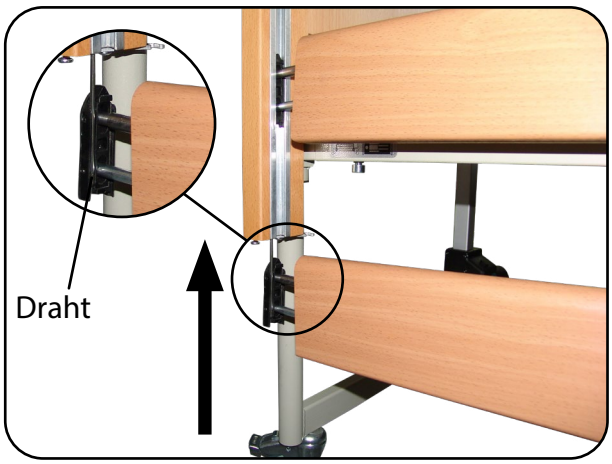

Abb. 6.4.05 – Seitengittergleiter in der Aluschiene
Achten Sie darauf, dass der Draht außen verläuft und in der Bohrung bleibt (Abb. 6.4.05)!
Das Holz-Seitengitter besteht aus zwei einzelnen Holz-Seitengitterholmen, die einen Querschnitt von 28 x 100 mm haben. Die abgerundeten Kanten liegen oben. Mit den speziell passenden Seitengittergleiter inkl. Draht, werden die geforderten Abstände eingehalten (Abb. 6.4.05).
7. Führen Sie am anderen Ende der Holz-Seitengitterholme einen weiteren montierten Seitengittergleiter ein und schieben Sie die Seitengittergleiter mit den Holz-Seitengitterholmen in die Aluschiene (Abb. 6.4.05). Ziehen Sie die Holz-Seitengitterholme hoch bis die Seitengittergleiter einrasten.